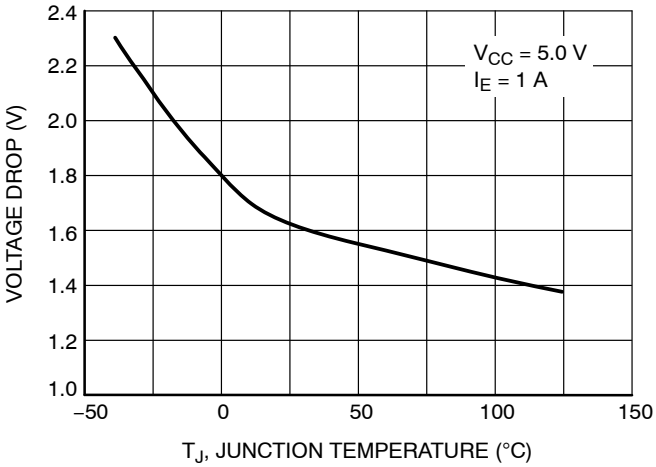

**Figure 7. Emitter Follower Configuration Output Darlington Switch Voltage Drop vs. Temperature**
9. $V_{SWCE}$ − Darlington Switch Collector to Emitter Voltage Drop, refer to Figures 7, 8, 9 and 10.